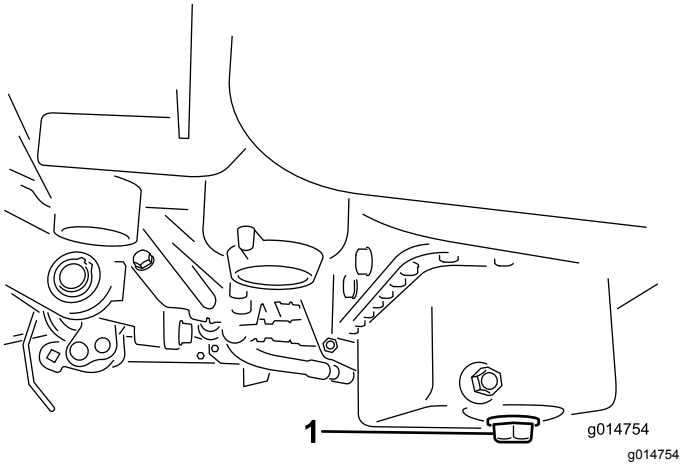

Rysunek 28
1. Odkręć korek spustowy i spuść olej do miski drenażowej. Zakręć korek, gdy olej przestanie wyciekać (Rysunek 28).